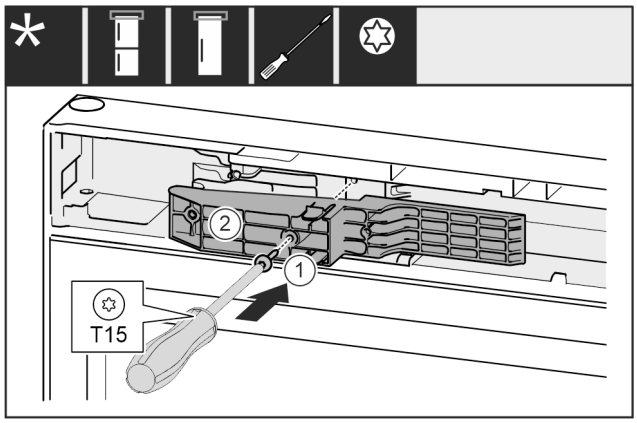

*Fig. 70 **
▶ Adapterstück *Fig. 70 (1)* auf der Griffseite in die Aussparung einsetzen.*
▶ Schraube *Fig. 70 (2)* mit Schraubendreher festschrauben.*